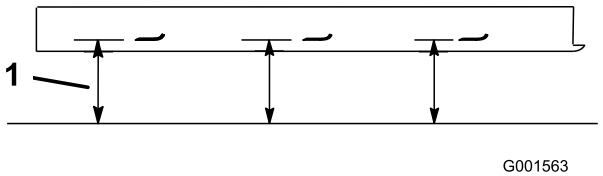

Figura 54
2. Meça a partir de uma superfície nivelada para a extremidade de corte, posição A, das lâminas (Figura 54). Tome nota desta dimensão.